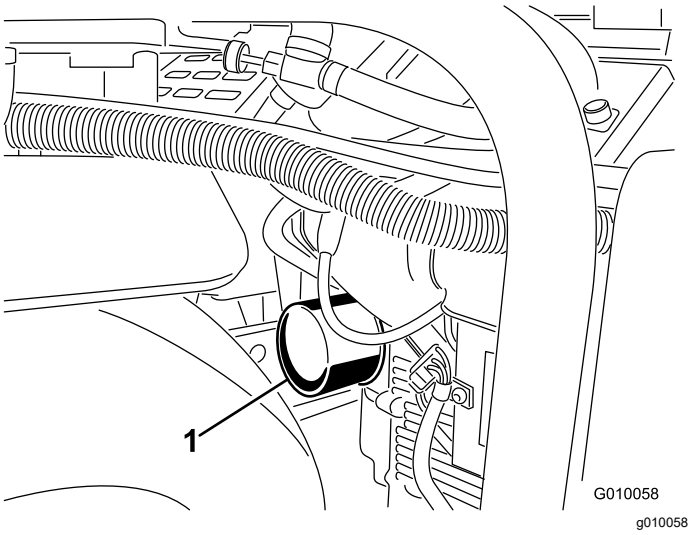
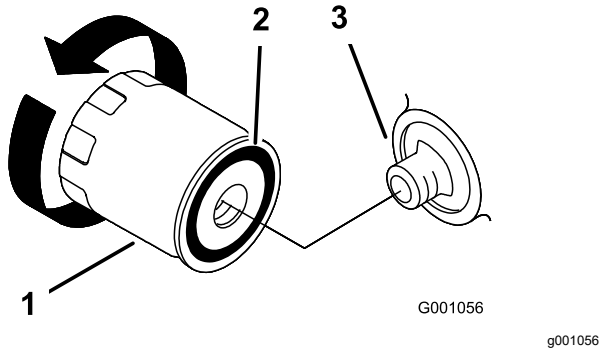

**Figure 45**
**Figure 46**
5. Place a shallow pan or rag under the filter to catch oil (Figure 45).
6. Remove the old filter (Figure 45 and Figure 46) and wipe the surface of the filter adapter gasket.